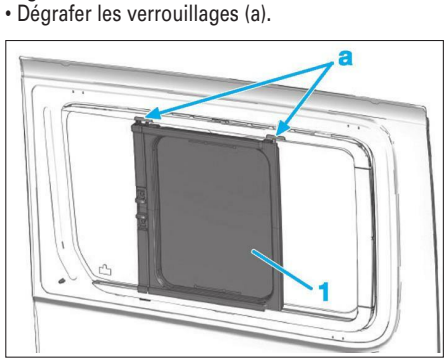

**Fig. 66**
• Ouvrir la vitre (1) de porte latérale coulissante **(Fig.66)**.